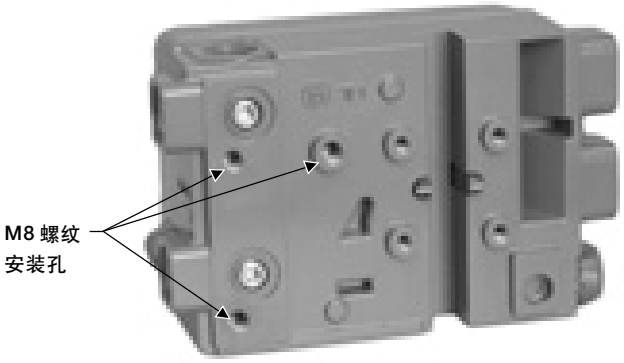

*图 2-6. 用于直行程执行机构的安装孔*
7. 用安装螺栓将数字式控制器固定到安装支架上。见图 2-6。